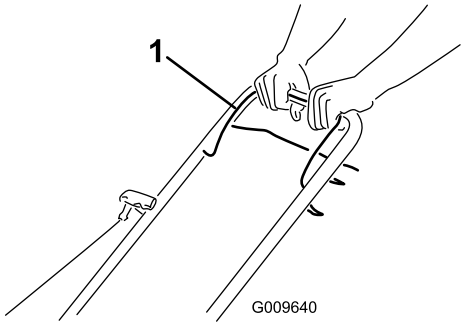

Figur 11
2. Hold bøjlen til skæreknivenes kraftudtag (Figur 11) helt op mod håndtaget.